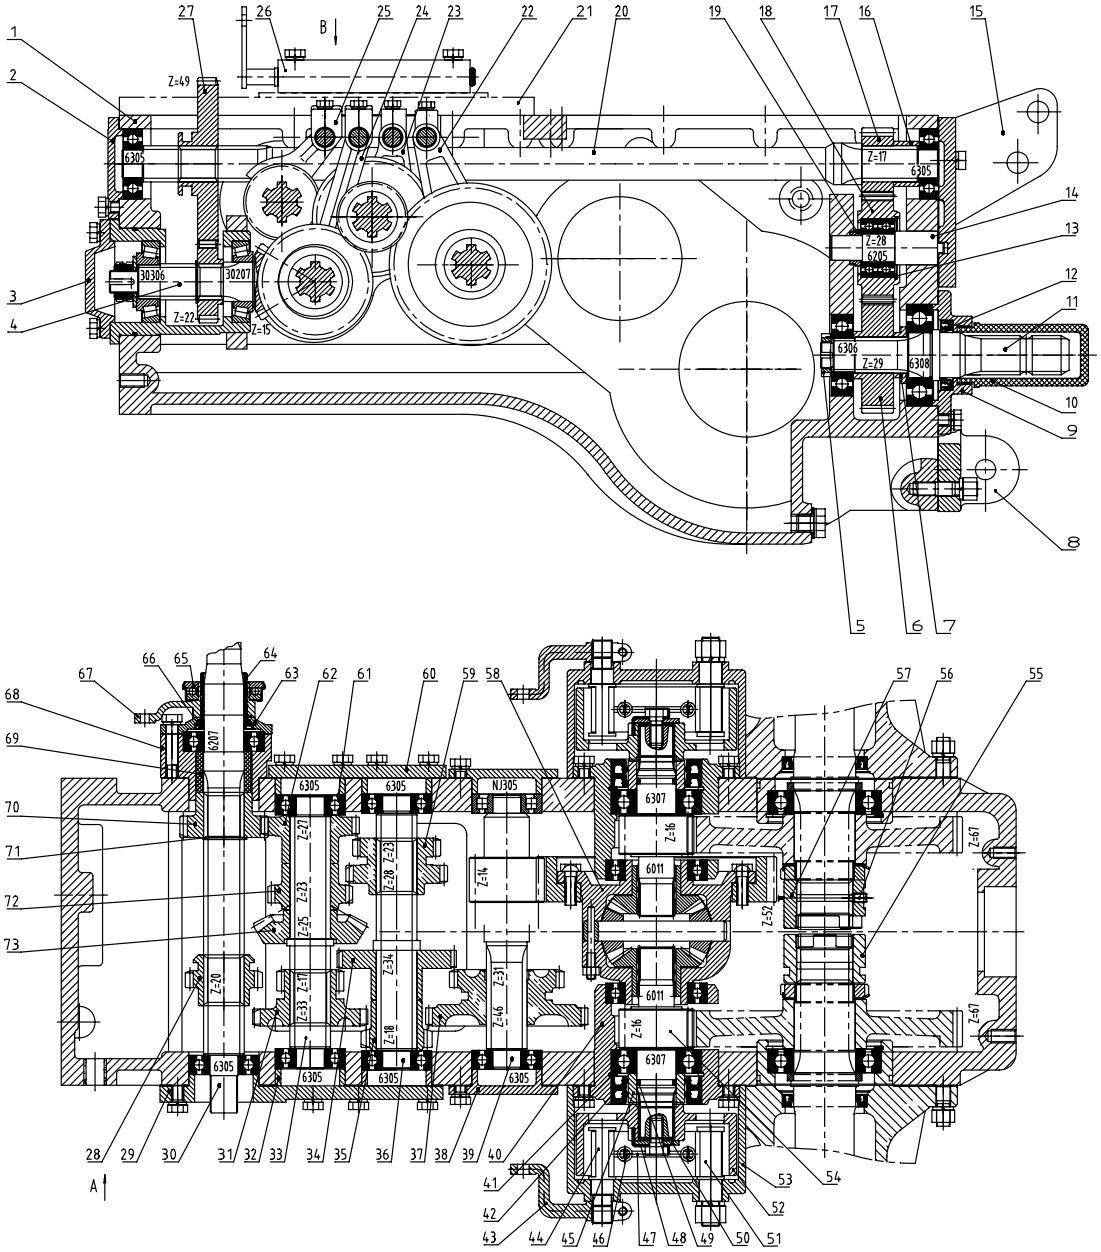
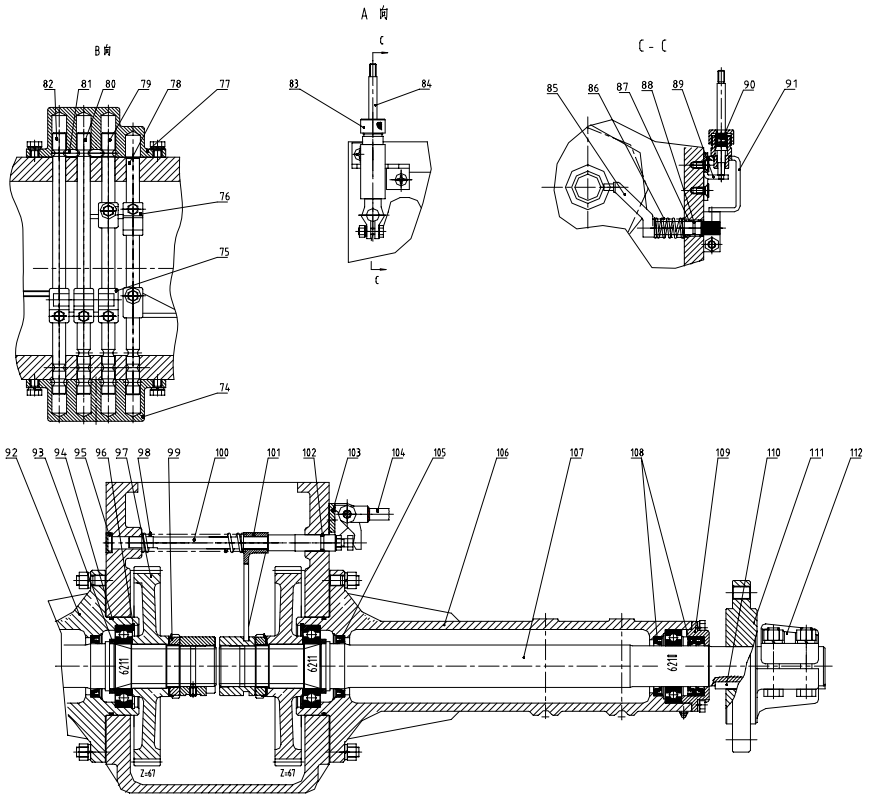

Рис.5-4 Коробка передач (1)
Рис.5-5 Коробка передач (2)
1. Конструкция коробки передачи: Коробка передач трактора(указана в рис. 5-4, рис.5-5) состоит из устройства скоростей, привода отбора мощности, центрального привода, конечного привода и дифференциала. Коробка скоростей принимает исполение(4+1)×2, конкретная конструкция и расположение приведены в рис.5-4, рис.5-5.